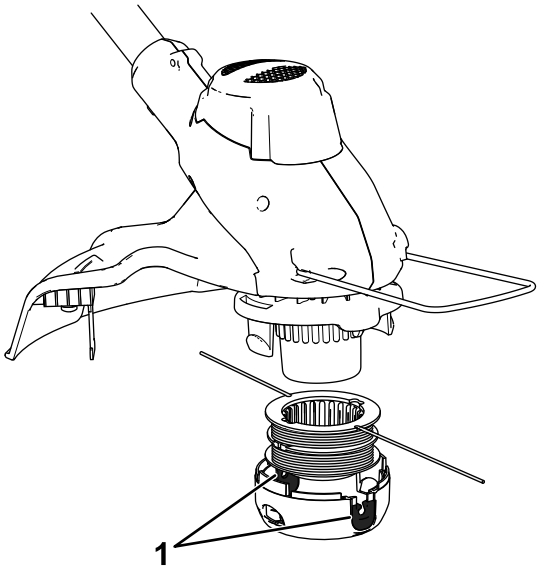

**Figure 19**
8. Placez la bobine dans le couvercle et faites passer les extrémités du fil par les trous du couvercle, comme montré à la Figure 19.